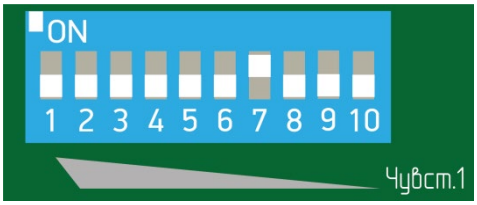

Рисунок 7.15
– при отсутствии тревожного извещения увеличить чувствительность, установив флажок 7 переключателя регулировки чувствительности в положение «ON» (верхнее положение), все остальные флажки в нижнее положение (рисунок 7.15) и повторить попытки несанкционированного проникновения через заграждение по выше указанной методике.